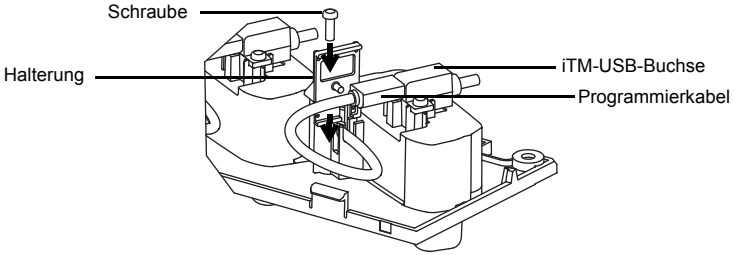

Abbildung 13: Befestigen des Programmierkabels
4. Bringen Sie die Kunststoffhalterung an, und drehen Sie die Schraube, um das Programmierkabel zu befestigen (siehe Abbildung 13).